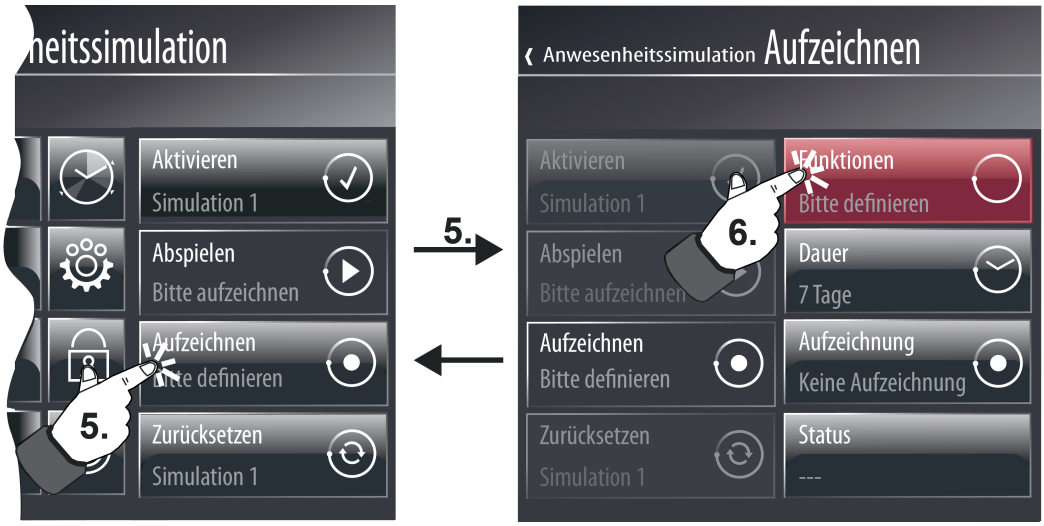

Bild 99: Beispiel einer Anzeigeseite zum Öffnen des Dialoges zur Auswahl von Funktionen (rechts)
Das Auswählen der Funktionen einer Simulation ist möglich, wenn die Bedienfläche (C) gedrückt wird (5.). Das Display zeigt danach 4 weitere Bedien- und Anzeigeelemente an (Bild 99).